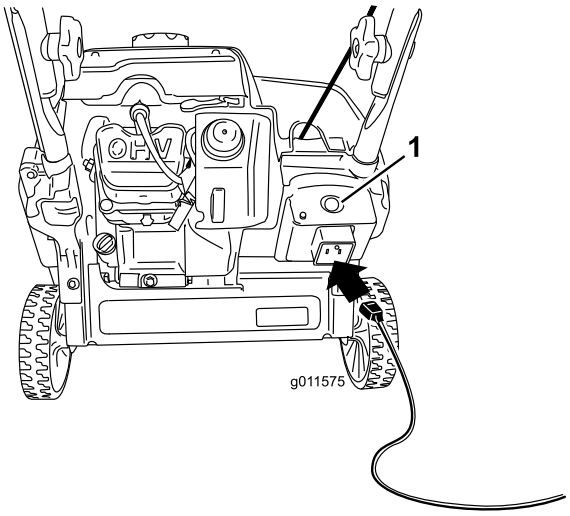
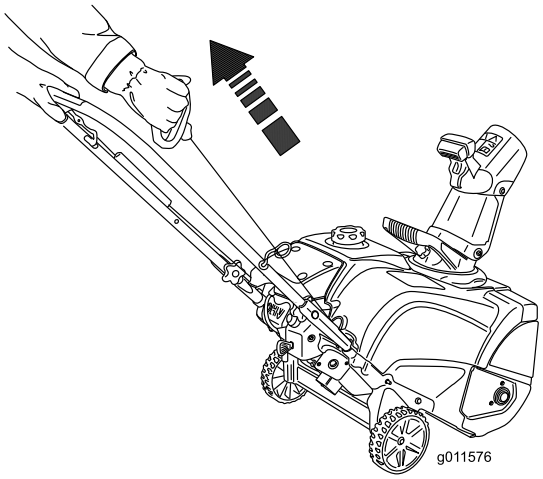

Figur 18
Figur 19
4. Anslut en förlängningssladd till en strömkälla och maskinen och tryck på den elektriska startknappen (endast modell 38283) (Figur 18) eller dra i startsnörets handtag (Figur 19).